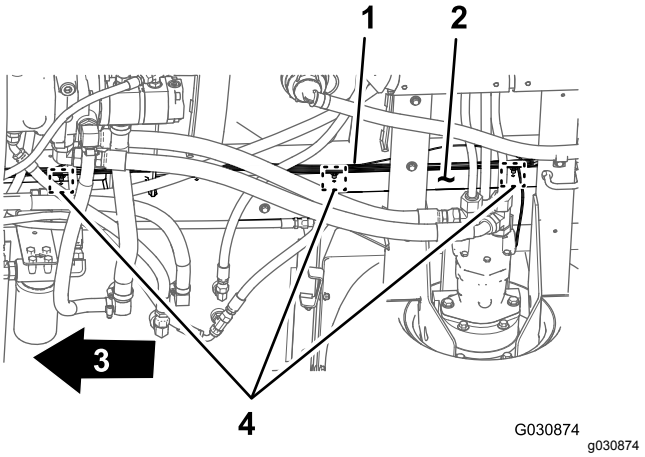

Figur 35
3. Ta bort de tre granförankringar som fäster det bakre kablaget mot hålen i maskinens högra ramrör (Figur 35).